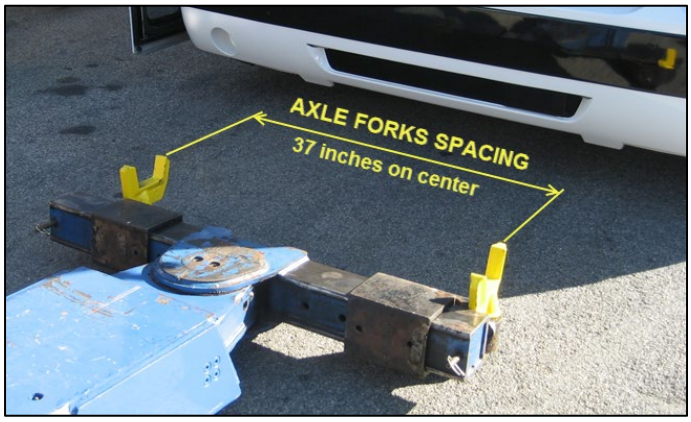

**FIGURE 34**
2. Place the axle forks on the tow bar fork holders (Figure 34).